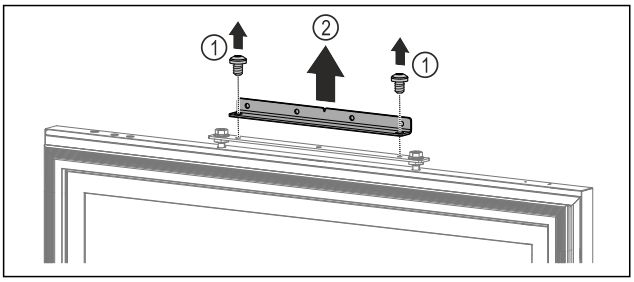

Fig. 105
▶ Schrauben entfernen. *Fig. 105 (1)*
▶ Montagewinkel abnehmen. *Fig. 105 (2)*